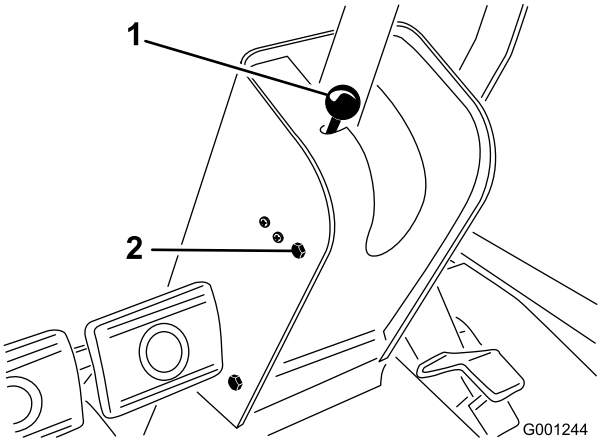

Figur 69
1. Ta bort knoppen från parkeringsbromsen och skruvarna från styrkolonnkåpan (Figur 69).